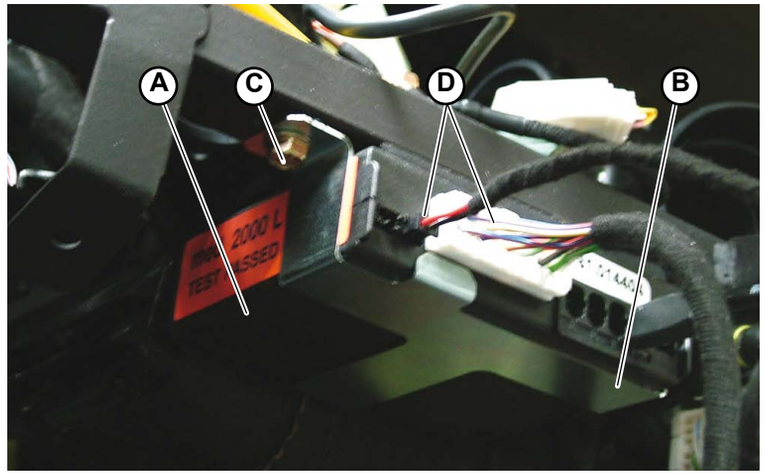

Fig.4
1. Use the 2 screws (**C-Fig.4**) to secure the MED control unit (**A-Fig.4**) to the bracket (**B-Fig.4**).
2. Connect the various connections (**D-Fig.4**) to the MED control unit.